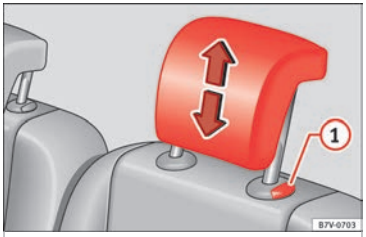

Fig. 152 Adjust the head restraints in the second or third row of seats
- Raise the head restraint in the direction of the arrow or lower it ››› Fig. 151 or ››› Fig. 152 (1) with the button pressed ››› ⚠ in Removing and installing the head restraints on page 146.